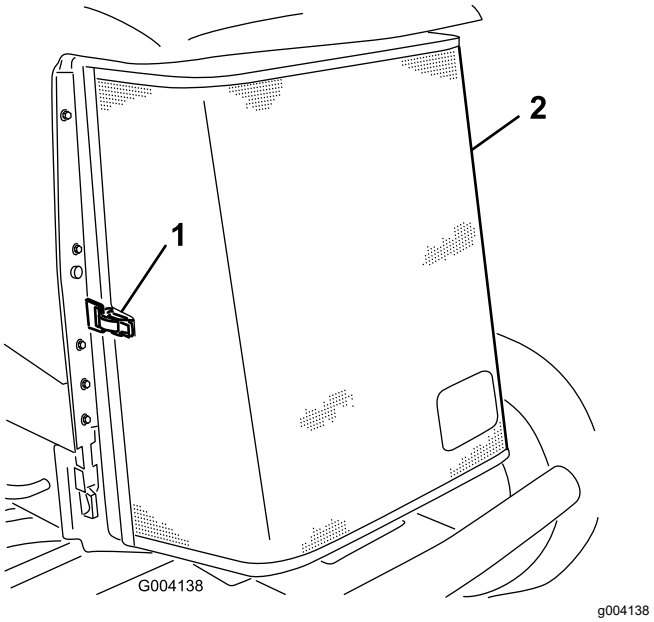

Figur 140
5. Åbn bagskærmen, og drej den åben (Figur 140).